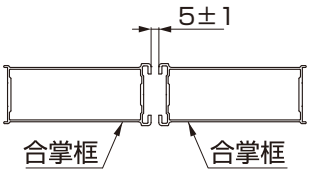
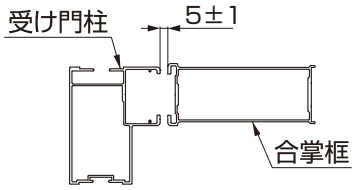

図10-1
図10-2
②「調整ボルト」をまわして、図10-1、図10-2のようにチリ寸法を5±1mmに調整してください。